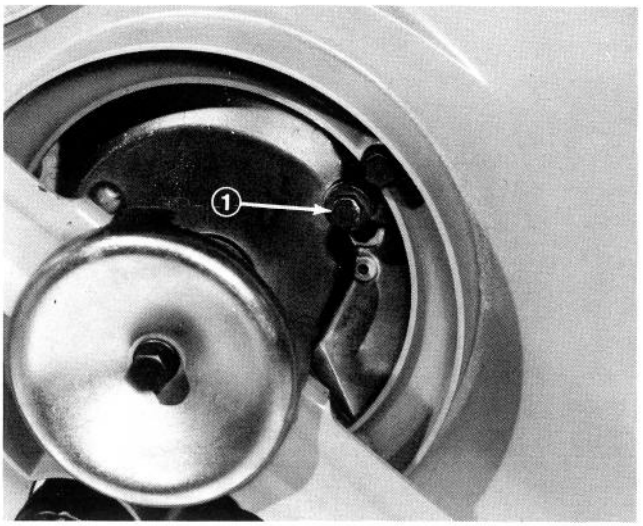

Figure 30
3. Tip mower on its left side, remove drain plug (Fig. 30) from bottom of engine, tip mower down over drain pan and allow oil to drain into pan.